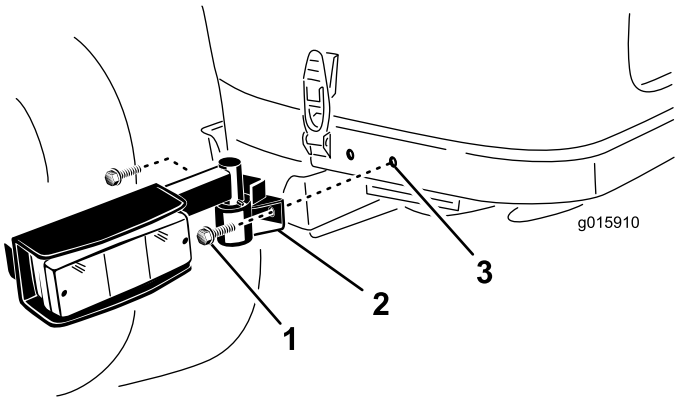

Figuur 8
1. Gebruik de montagegaten achter de motorkapvergrendelingen om een licht aan beide kanten van het achterframe te monteren met (2) 3/8 x 3/4 inch flenskopschroeven (Figuur 8). Als er geen montagegaten in het achterframe zijn, ga dan naar de volgende stap.